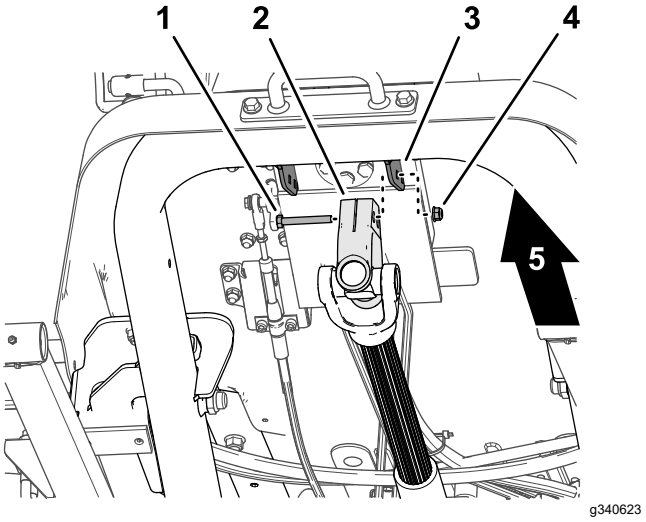

Figura 15
1. Sostenendo l'albero di trasmissione, rimuovete il bullone senza dado e il dado di bloccaggio che fissano la forcella dell'albero di trasmissione alla staffa per il montaggio della valvola del volante (Figura 15), e abbassate con cautela l'albero di trasmissione.